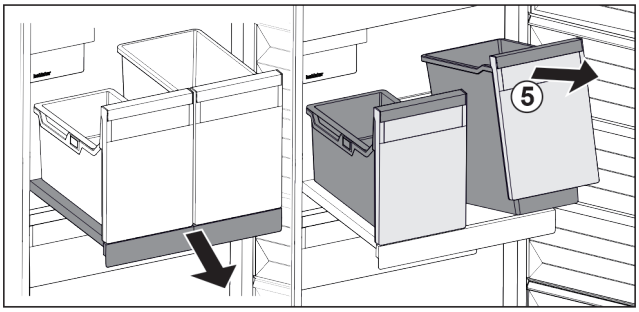

Fig. 100
▶ Lift the container *Fig. 100 (5)* at the front.